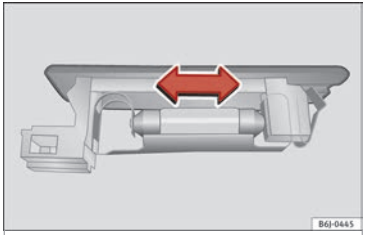

Fig. 123 Boot light.
– Press the bulb sideways and remove it from its housing ››› **Fig. 123**.